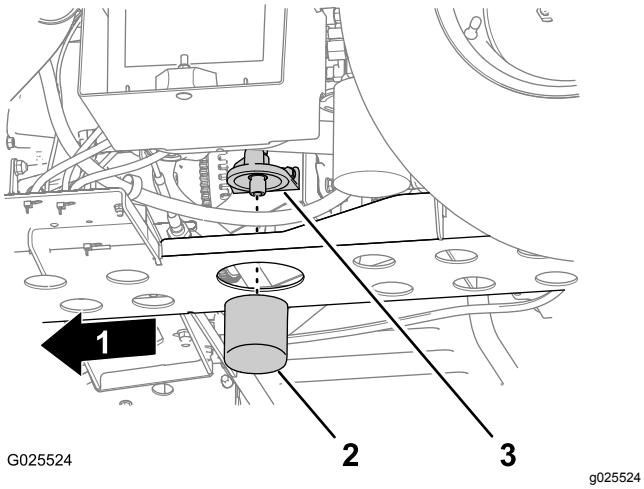

Figur 45
5. Fjern oliefilteret fra filteradapteren (Figur 45).
6. Tør forseglingsbunden på filteradapteren af (Figur 45).
8. Monter filteret, indtil pakningen er i kontakt med forseglingsbunden på filteradapteren, og tilspænd derefter filteret med uret og yderligere 1/2 til 2/3 omgang (Figur 45).